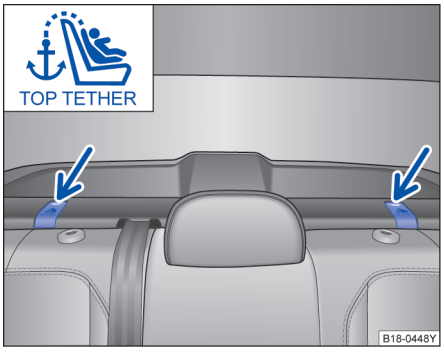

图 67 Top Tether 固定点
- 打开后排座椅后的盖板⇒图 67。
- 将上部固定带钩入相应的固定环中⇒图 67。